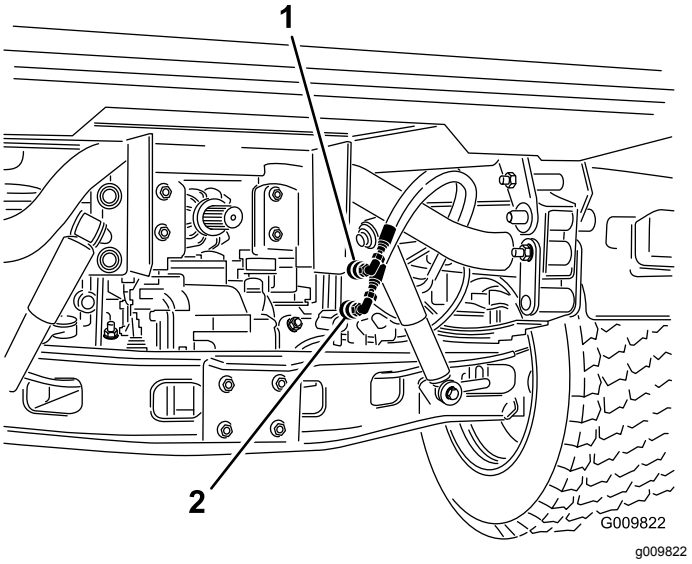

Rysunek 69
2. W obu pojazdach odłącz dwa węże z szybkozłączkami od węży zamocowanych do wspornika złączki (Rysunek 69).